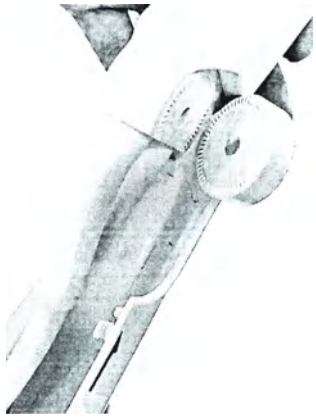

Рис. 11-21. Сборка правой части рукоятки датчика
1. Совместите датчик с правой частью рукоятки (без логотипа GE); см. Рис. 11-21.